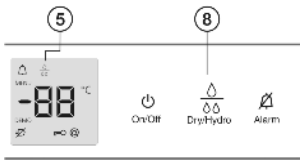

Fig. 9
- ▶ Nastavení **hydro**: Stiskněte tlačítko dry/hydro *Fig. 9 (8)*.
- ▷ Symbol dry/hydro *Fig. 9 (5)* svítí.
- ▶ Nastavení **dry**: Stiskněte tlačítko dry/hydro *Fig. 9 (8)*.
- ▷ Symbol dry/hydro *Fig. 9 (5)* zhasne.